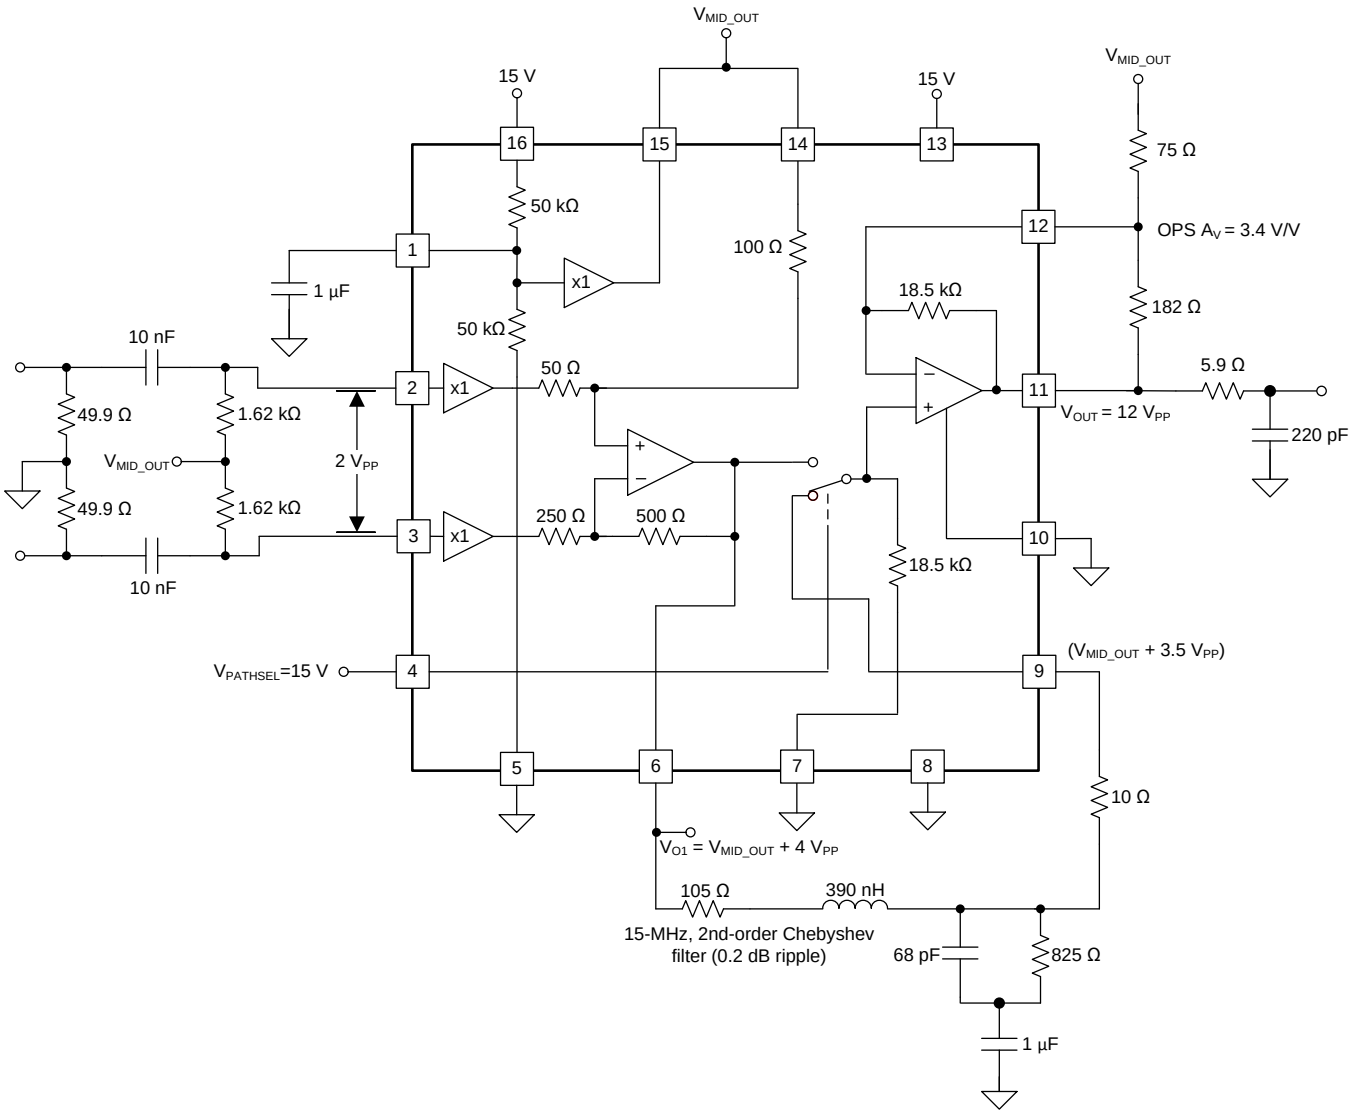

Figure 103. Single-Supply, Heavy Capacitive-Load Driving
The very-high peak output current and slew rate of the THS3215 OPS make it particularly suitable for driving heavy capacitive loads, such as the piezo elements used in continuous wave (CW) applications that require high-amplitude, sinusoidal-type excitations. The driver is quickly disabled during the receive time when the output transmit and receive switch is moved to receive mode. Figure 103 shows an example design using the internal midscale buffer to bias all the stages to midsupply on a single 15-V design. There are many elements to this example that also apply to any single-supply application. The key points here are:
5. The filter in Figure 103 is a 0.2-dB ripple, second-order Chebyshev filter at 15 MHz.For example, if the desired maximum frequency is 12 MHz, this filter attenuates the HD2 and HD3 out of the D2S by approximately 3 dB and 5 dB, respectively. Increased attenuation can be provided with higher-order filters, but this simple filter does a good job of band-limiting the high-frequency noise from the D2S outputs before the noise gets into the OPS.
8. To operate at midsupply, ac-couple the R_G element to ground through a capacitor. Figure 103 shows the midscale buffer driving R_G, thus eliminating the need for an added capacitor. Use a blocking capacitor to move the dc gain to 1 V/V. The voltage on the external, noninverting input of the OPS sets the dc operating point. Use a blocking capacitor to lighten the load on the midscale buffer output and eliminate the bias on R_G when the OPS is disabled.